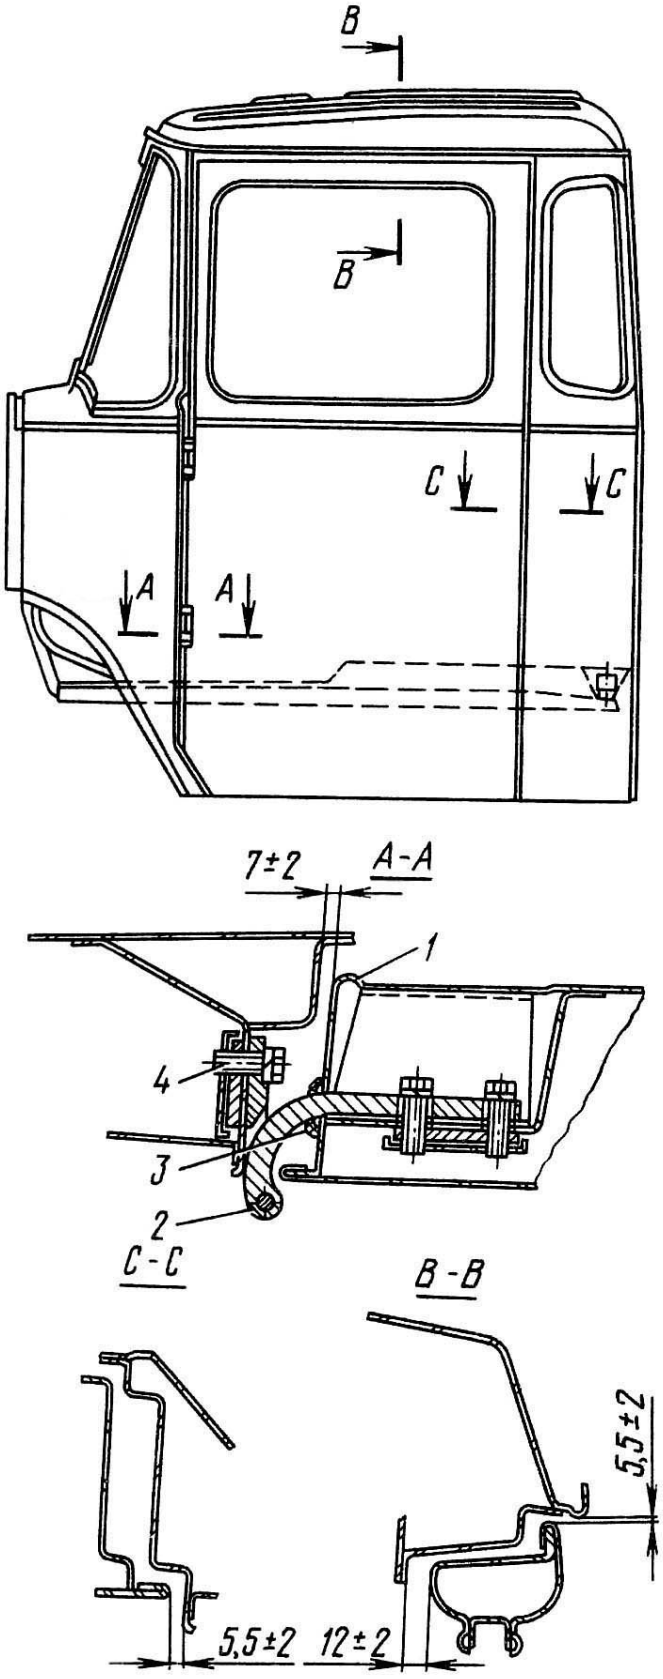

Рис.122. Регулировка зазоров дверей кабины:
2. Отверните болты 4 (рис.122) крепления петель двери 1 к стойке дверного проема. Снимите дверь.
3. Зазоры между дверью и дверным проемом отрегулируйте с помощью болтов 4 крепления дверей (см. рис.122).